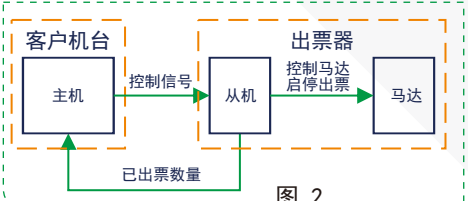
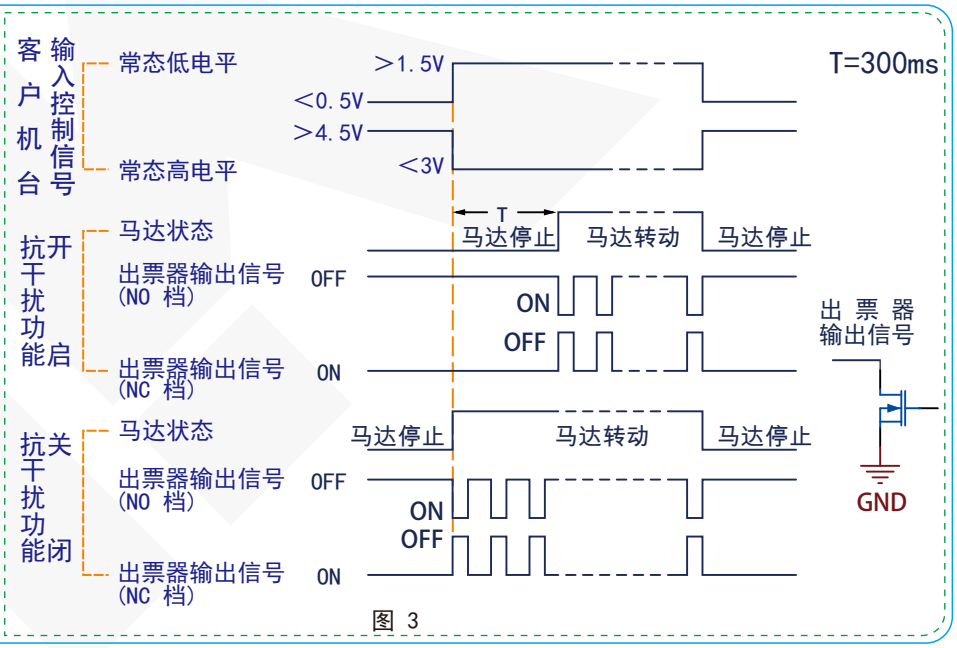

图 2
图 3
3、主机输入控制信号、从机输出信号、马达转动三者之间的关系如图3 所示，工作流程如图2所示。